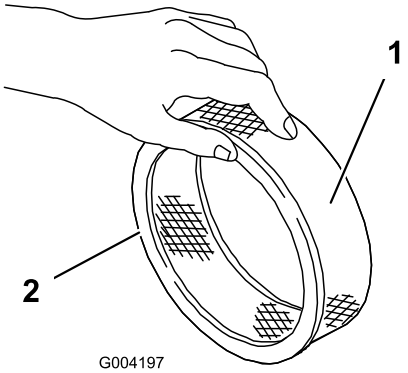

**Figur 16**
5. Efterse papirfilteret for revner, en olieagtig film og beskadigelse af gummipakningen (Figur 16).
1. Skub forsigtigt skumforfilteret over på papirindsatsen (Figur 16).